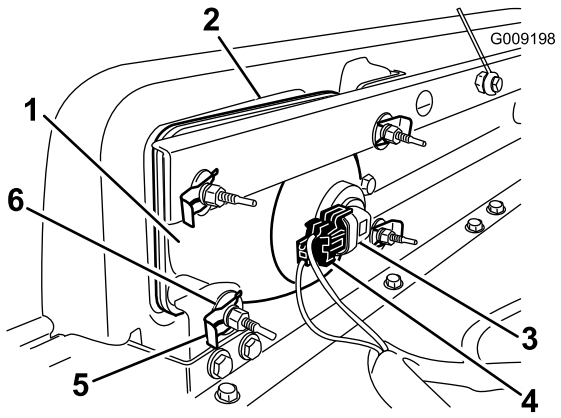

Figur 34
2. Fjern frontlysenheten ved å flytte den fremover gjennom åpningen i fremre støtfanger (Figur 34).
3. Fest det nye frontlyset gjennom åpningen i støtfangeren (Figur 34). Påse at justeringspostene er på linje med hullene i monteringsbraketten i støtfangeren.